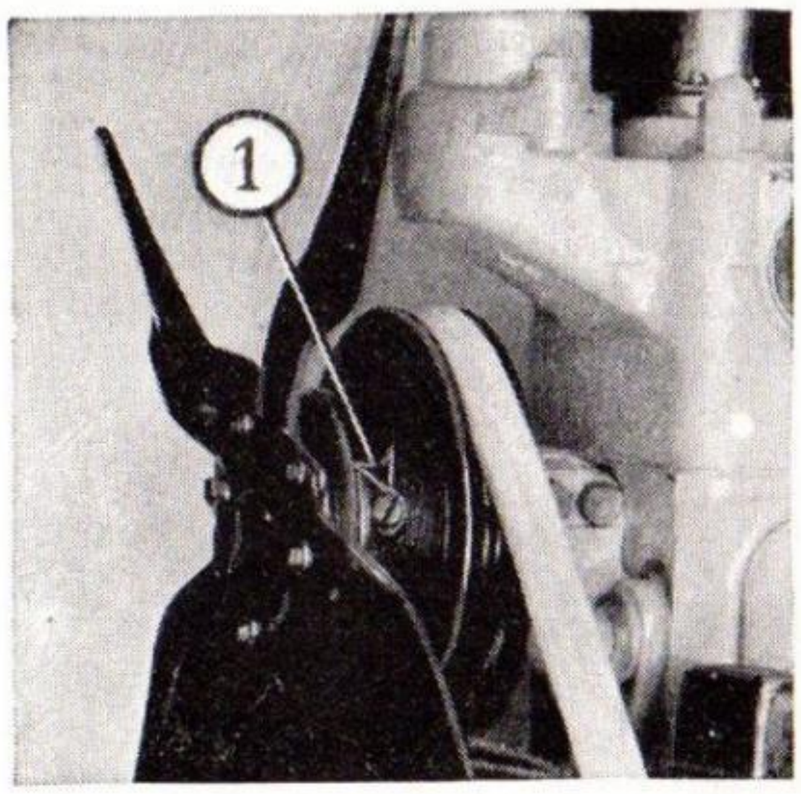

Fig. 7
FAN LUBRICATION—Fig. 7—Lubrication Code "B": Use Motor Oil. Do not permit the use of non-fluid or thick lubricants in the fan. The oil circulating pump which is built into the fan will not circulate an oil, less fluid than motor oil. Remove filler plug (1) Fig. 7. Slowly inject oil from an oil can until it drops from the bottom of shaft at rear, and replace filler plug. Lubricate every 1000 miles.